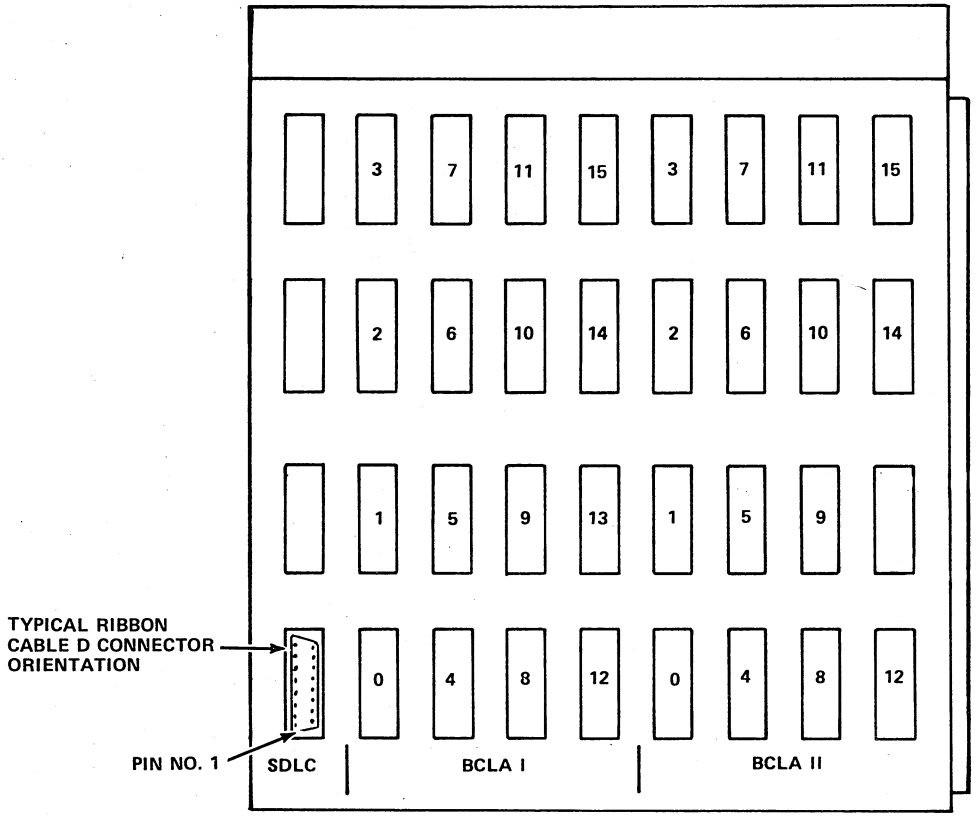
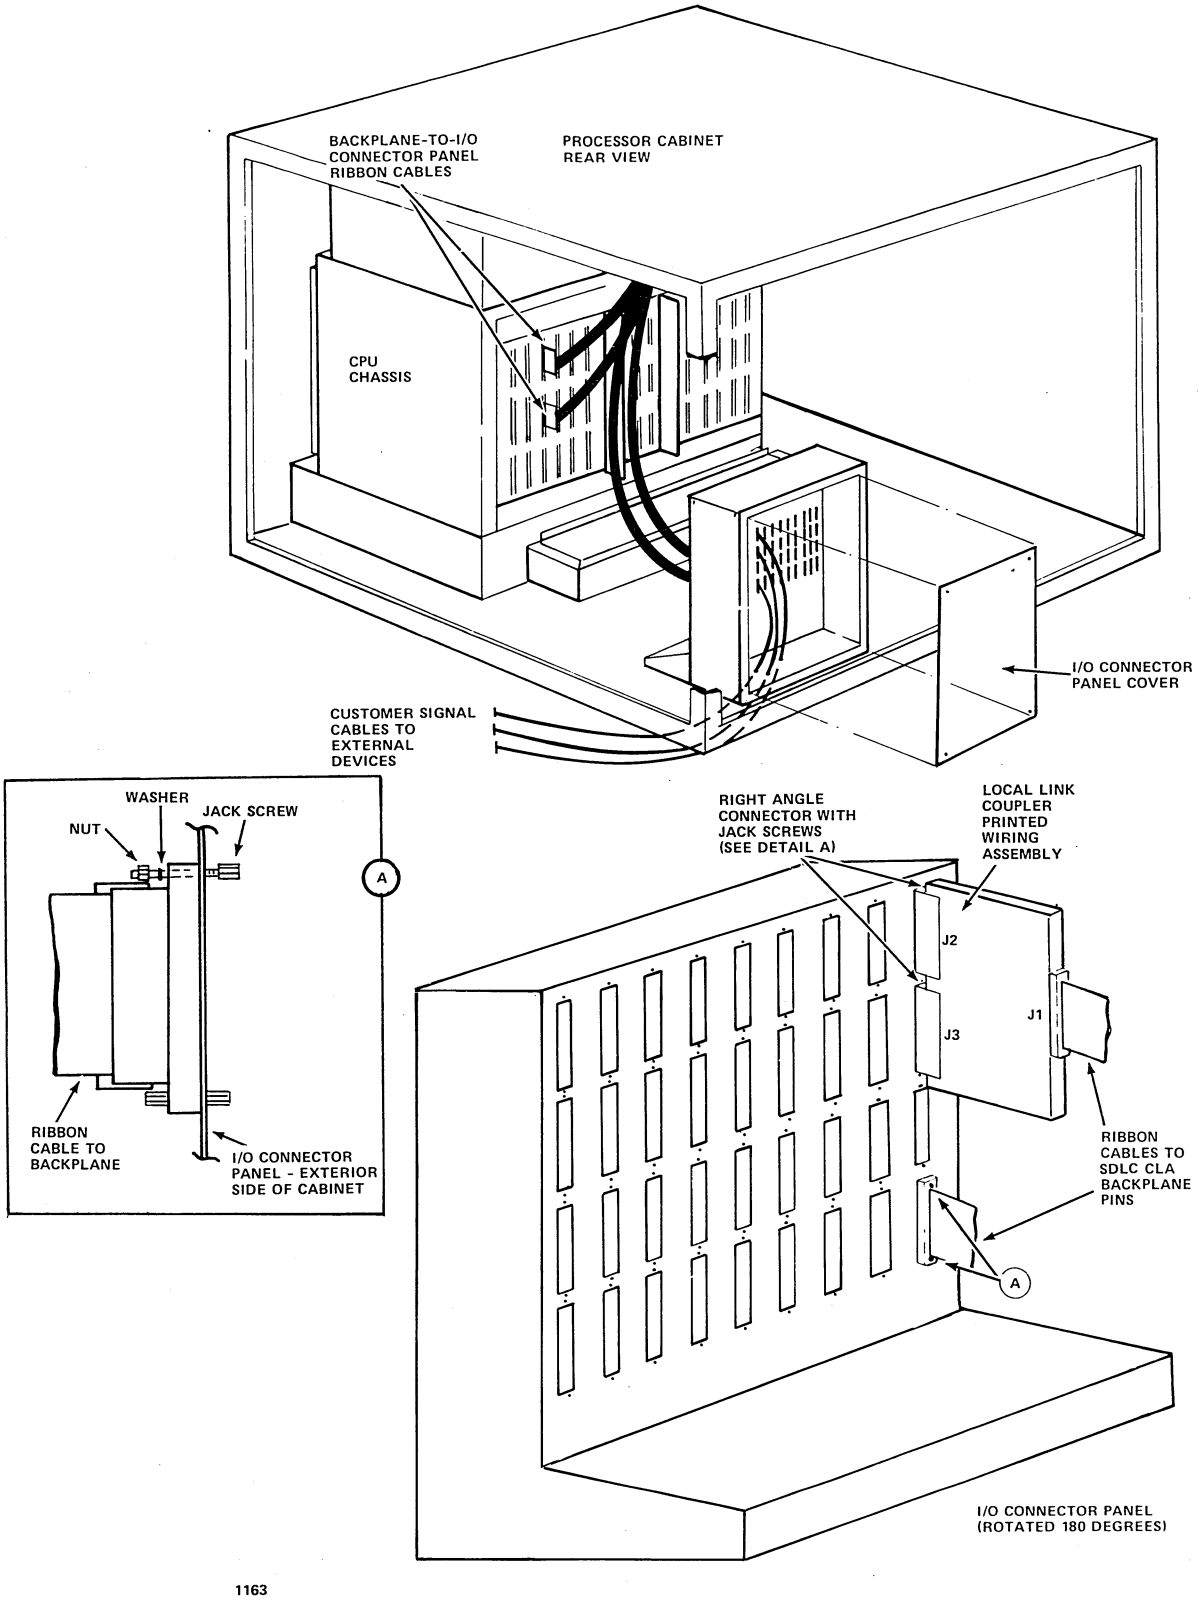
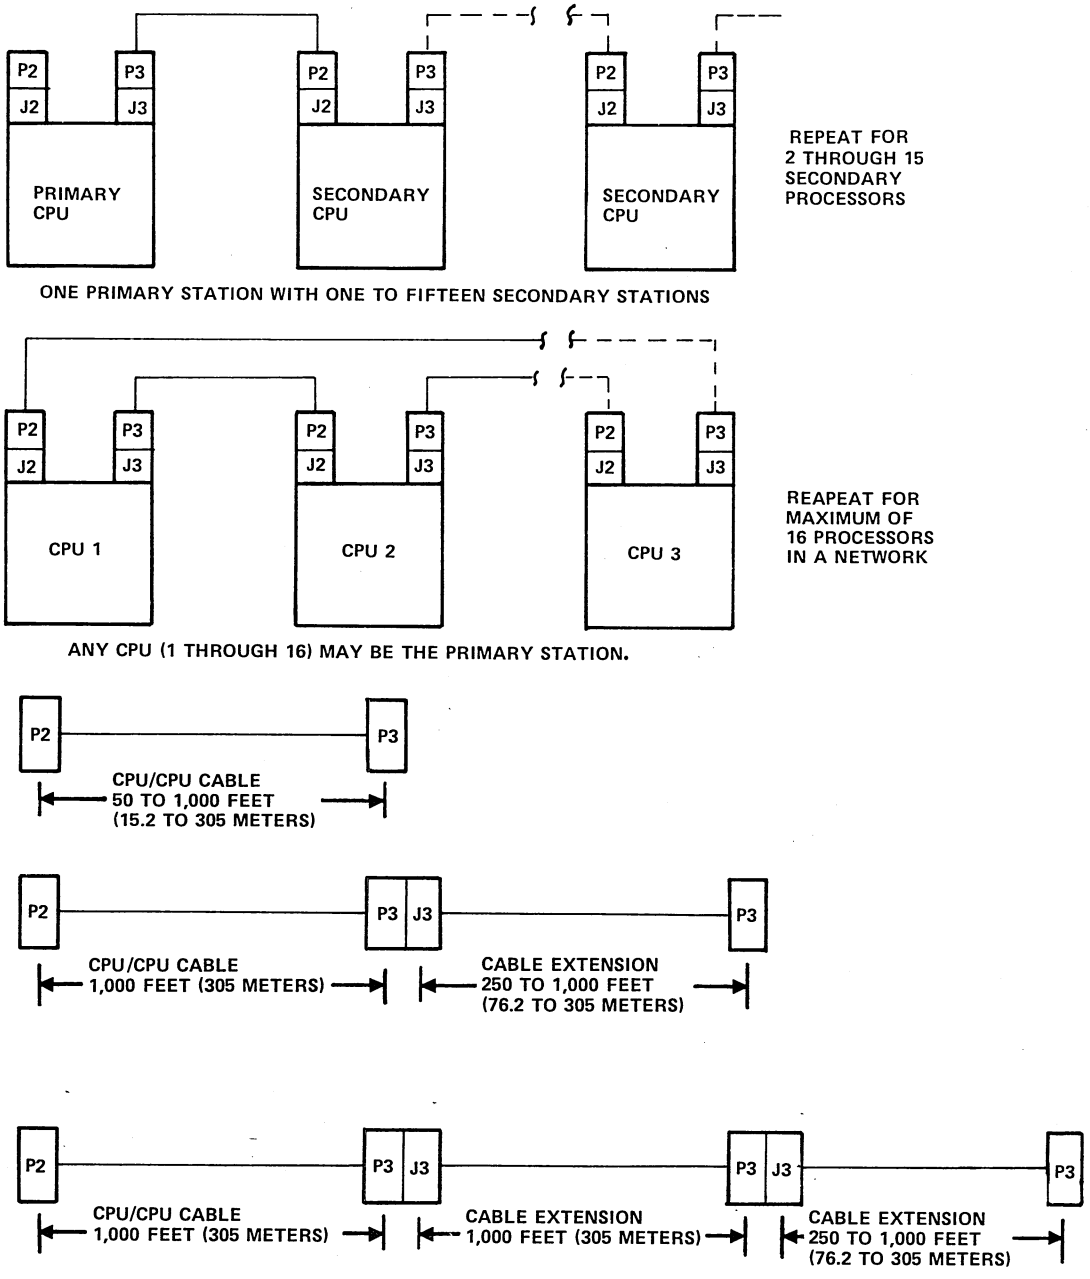

Figure 24-3. I/O Connector Panel Cutout Assignments
Figure 24-4. SDLC CLA Signal Cabling Installation
Figure 24-7. Multidrop Network Cabling
RS232-C I/O connector panel in the processor cabinet (refer to figure 24-3). The external devices interface the CLA from this panel.
1. Insert the ribbon cable D-connector into an SDLC CLA cutout of the I/O connector panel with pin 1 of the connector oriented as shown in figure 24-3.
2. Attach the connector to the panel using the two jack screws, nuts, and washers provided, as shown in figure 24-4. Locate the jack screws within the I/O connector panel.
2. Insert the couplers' right-angle connectors into two adjacent cutouts of the I/O connector panel with pin 1 of the D-connectors oriented as shown in figure 24-3.
3. Attach the right-angle connectors to the I/O connector panel using the four jack screws, nuts, and washers provided, as shown in figure 24-4. Locate the jack screws on the inside of the I/O connector panel.
4. Attach the connector of the coupler ribbon interface cable to the input connector of the coupler, as shown in figure 24-4. Observe proper pin polarity, as labeled on the connectors, when plugging pins into the coupler. Tag and temporarily remove any other cables or adapters if necessary to access the cable connector hardware.
10. Install the I/O connector panel, as shown in figure 24-4.
3. Remove the I/O connector panel cover (figure 24-4).
4. Secure the I/O connector panel to the processor cabinet bottom. Use the four screws from step 2. Note the direction of installation as shown in figure 24-4.
External cables to modems and automatic calling units connect directly to the I/O connector panel interior via standard RS232 connectors. Attach the cables to the designated SDLC CLA channel (figure 24-3) at the I/O connector panel. Insert the two connector retaining screws into the jack screws that secure the SDLC CLA cable to the I/O connector panel (figure 24-4).
Multidrop network operation requires that all external connections be made at the local link coupler via coaxial cables terminated with standard RS232-D connectors. A maximum of 15 stations may be connected in a single network provided that the external cabling is limited to a maximum cumulative length of 3,000 feet (914 meters). Figure 24-7 defines the cabling requirements for a multidrop network.
Assemble the external cable and required extension as shown in figure 24-7. Using the jack screws provided, make the extensions as labeled on each connector. Attach the assembled cable to each processor I/O connector panel, observing proper connector position as labeled on the cable connectors and the local link couplers. Insert the two connector retaining screws into the jack screws that secure the local link coupler to the I/O connector panel (figure 24-4).